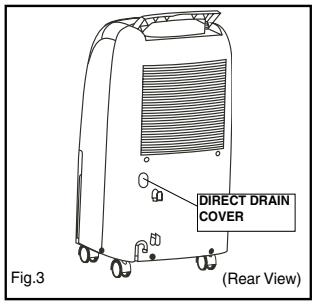

Fig.3
1. Remove (cut away) drain cover located at the rear of the unit. (See Fig.3) and remove the water tank located at the front of the unit.
7. When the direct drain feature is not being used, remove the drain hose from the direct drain nipple and plug the Direct Drain opening (fig 3.) with the rubber cap provided.